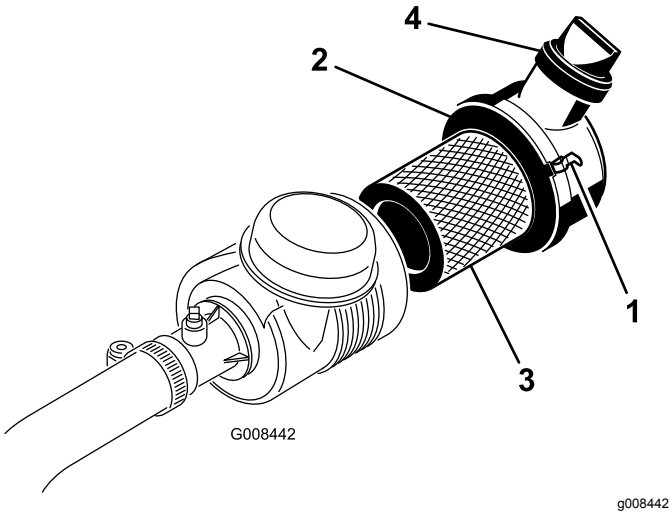

Figur 33
1. Åbn låsene, der fastgør luftfilterdækslet til luftfilterhuset (Figur 33).
7. Sørg for, at låsene fastgør dækslet på huset (Figur 33).